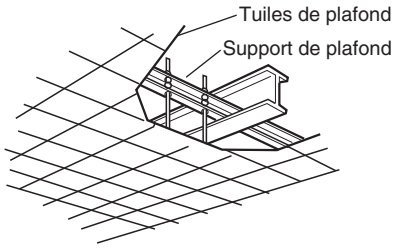

Fig. 3-4
- Utiliser les supports de plafond existants ou construire un support approprié (Fig. 3-4).